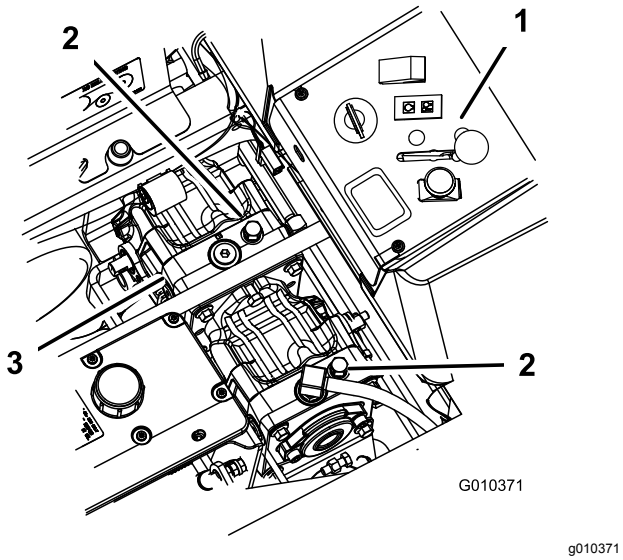

Figur 33
2. Vrid överströmningsventilerna motsols ett varv för att skjuta maskinen (Figur 33).
Vrid överströmningsventilerna medurs ett varv för att köra maskinen (Figur 33).